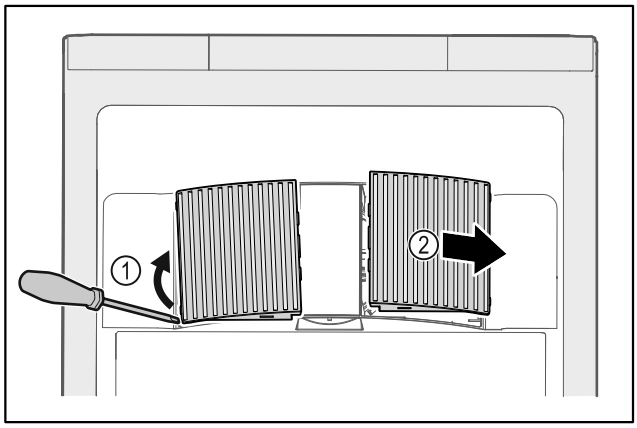

Fig. 147
- ▶ Scoateți cu grijă capacele ventilatoarelor de pe partea laterală *Fig. 147 (1)* și scoateți-le spre partea din față *Fig. 147 (2)*.